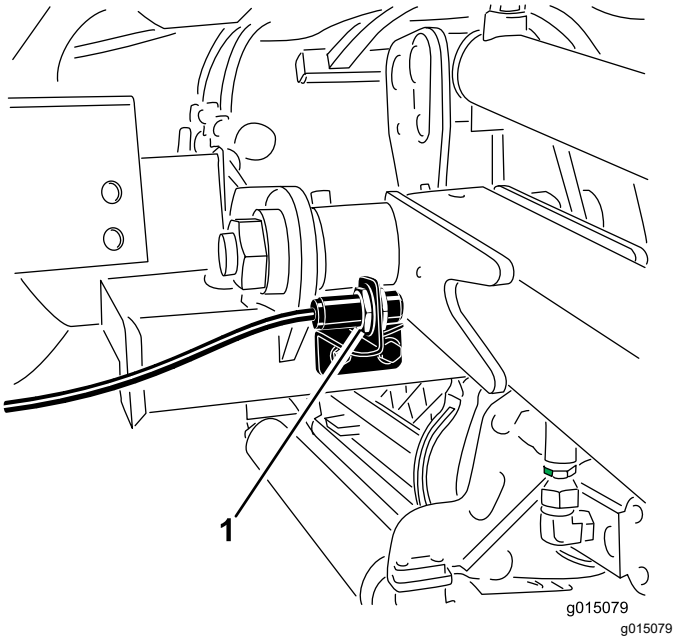

Figur 72
2. Løftearmbryteren finnes bak fremre høyre løftearm (Figur 72).
3. Løsne bryterens festeskruer (Figur 72) og flytt bryteren opp for å heve løftearmens vendehøyde, eller flytt bryteren ned for å senke løftearmens vendehøyde.